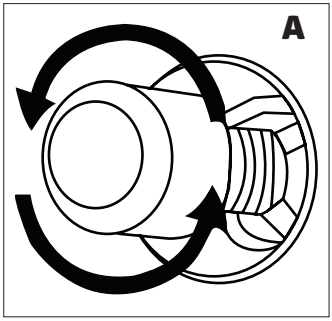
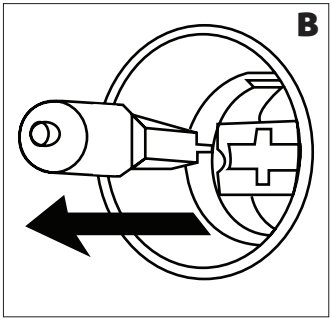

Figura 30
Figura 31
3. Luego retire la lámpara del horno girando (Ver figura 30) si es del tipo **A**, o tirando de ella (Ver figura 31) si es del tipo **B**.